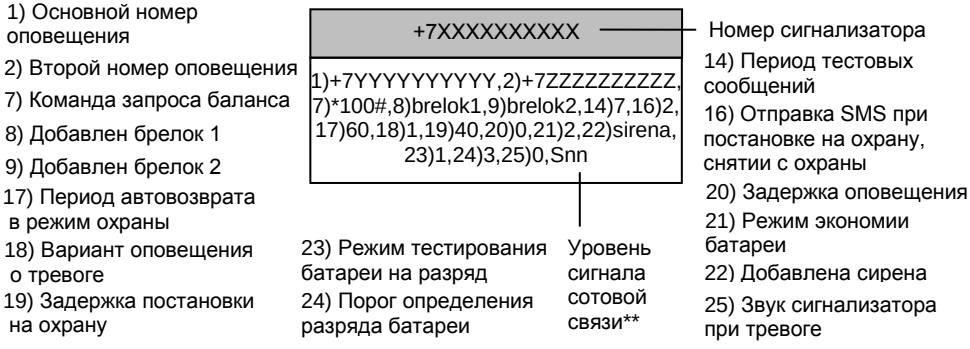

Рис.10 Пример SMS с настройками*
6. Через 40 секунд после последнего действия сигнализатор отправит на основной номер оповещения SMS с настройками (пример – см. рис.10) и перейдёт в режим «Снят с охраны».